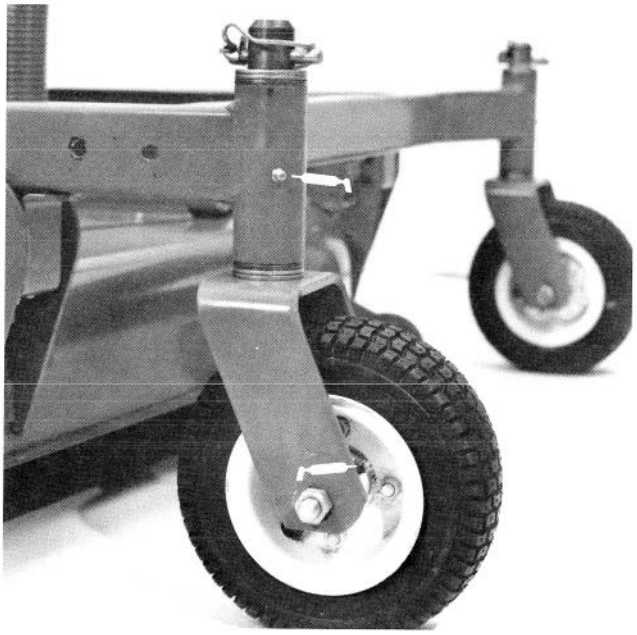
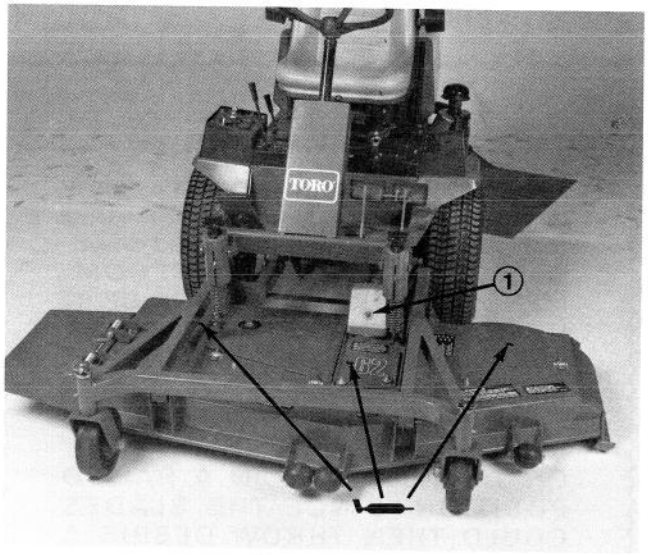
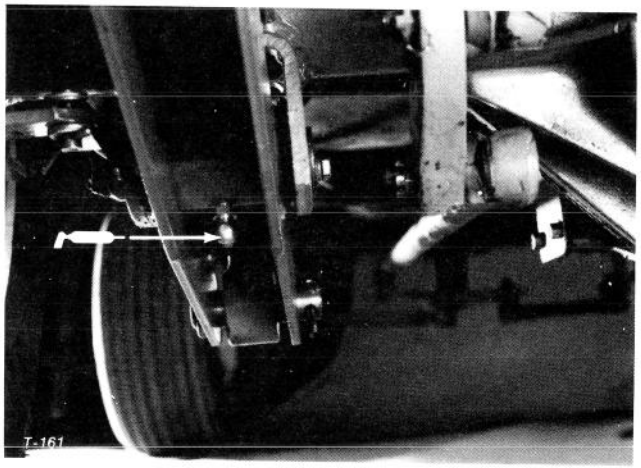

Figure 12
Figure 13
Figure 14
1. The cutting unit has bearings and bushings that must be lubricated, and these lubrication points are: caster spindle bushings (Fig. 12); castor wheel bearings (Fig. 12); blade spindle bearings (Fig. 13) and cutting unit frame pivot bushings (Fig. 14)
2. Lower cutting unit so castor wheels are on a level surface. Be sure all height-of-cut pins are in the same hole locations. Remove filler plug (Fig. 13) from gear box and check level of lubricant. If level of lubricant is low, add SAE 10W-40 or 10W-30 SF engine oil until level is up to bottom of filler hole. Wipe any metal particles off filler plug and install filler plug.